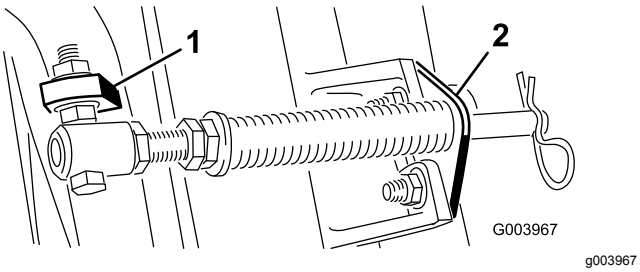

Figuur 6
C. Monteer de bout van de veerbuis op het tegenoverliggende lipje van het draagframe, en bevestig met de flensmoer. De kop van de bout moet zich bevinden aan de buitenkant van de lip zoals wordt getoond in Figuur 6.
D. Monteer de stangbeugel op de lipjes van het maaidek; gebruik hierbij de slotbouten en moeren (Figuur 6).